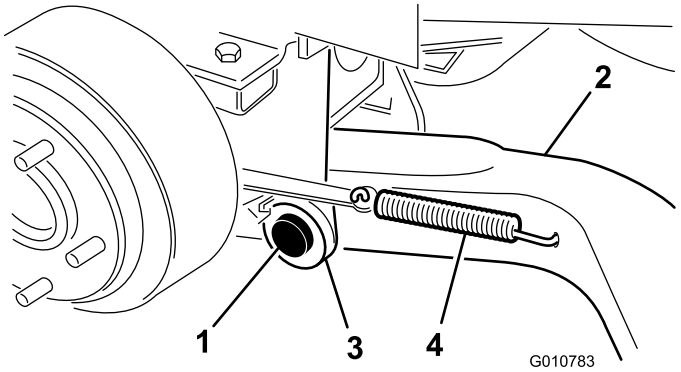

**Figuur 4**
4. Monteer een hefarm (met het uiteinde met de kogelverbinding naar buiten gericht) aan de draaibeugel met een draaipen en een borgpen (5/32 x 1-3/4 inch) (Figuur 4).
6. Haak de contraveer van de rem in de opening in de hefarm (Figuur 4).